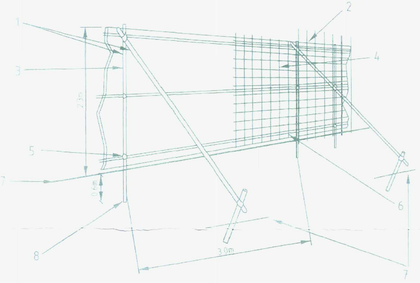

Figure 2 Protective barrier
- Tree protection fencing to be in accordance with Figure 2 - protective barrier. To be installed prior to any site clearence or construction works
The location of temporary protective fencing and ground protection is identified on this drawing, Tree Retention, Removal and Protection, DHA/559/01. All trees to be protected shall be marked on site and temporary fencing/ground protection, in accordance with Figure 2 and 3, installed prior to commencement of site works for the duration of all construction in accordance with British Standards 5837:2005 Trees in relation to Construction. Fencing shall be maintained in a vertical and effective condition until completion when it shall be carefully removed. No change in level or storage of materials shall be allowed within the protectively fenced areas.